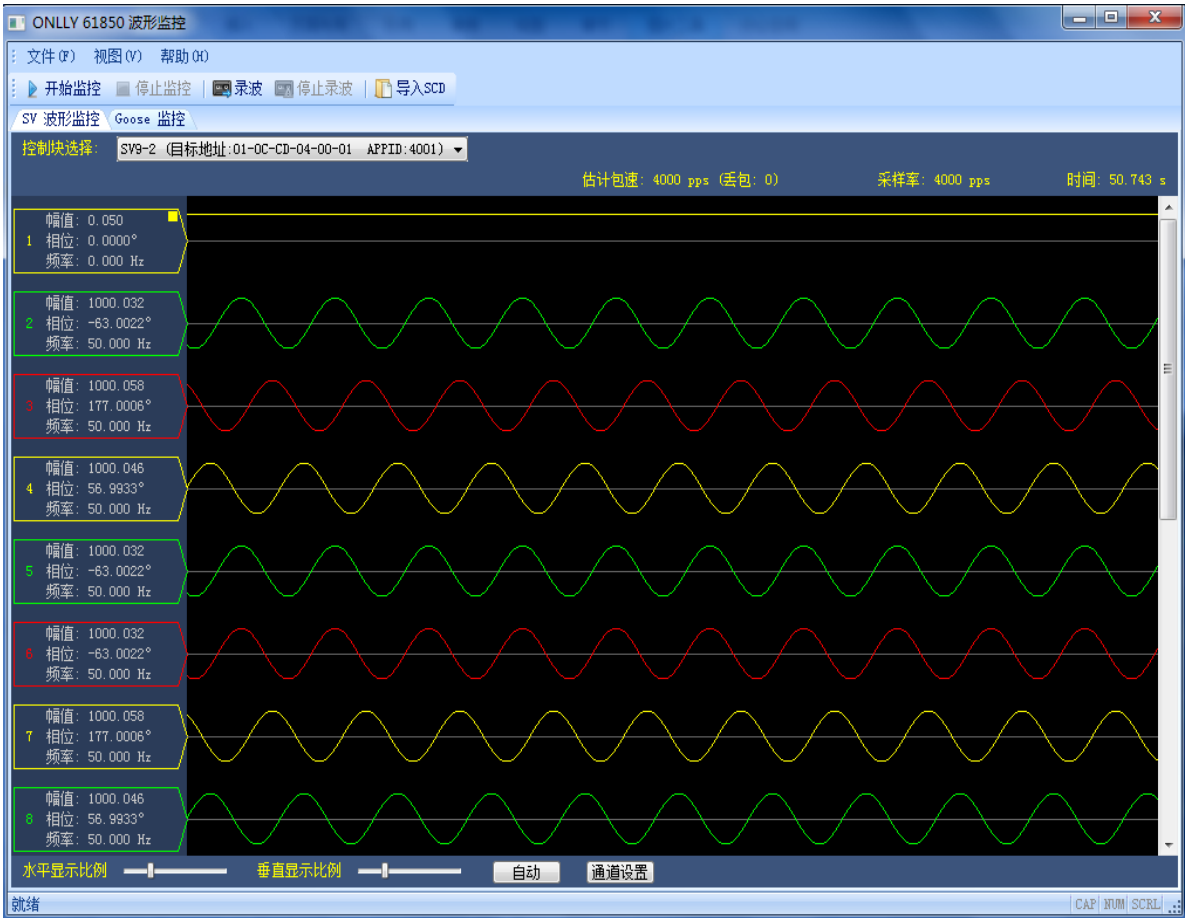
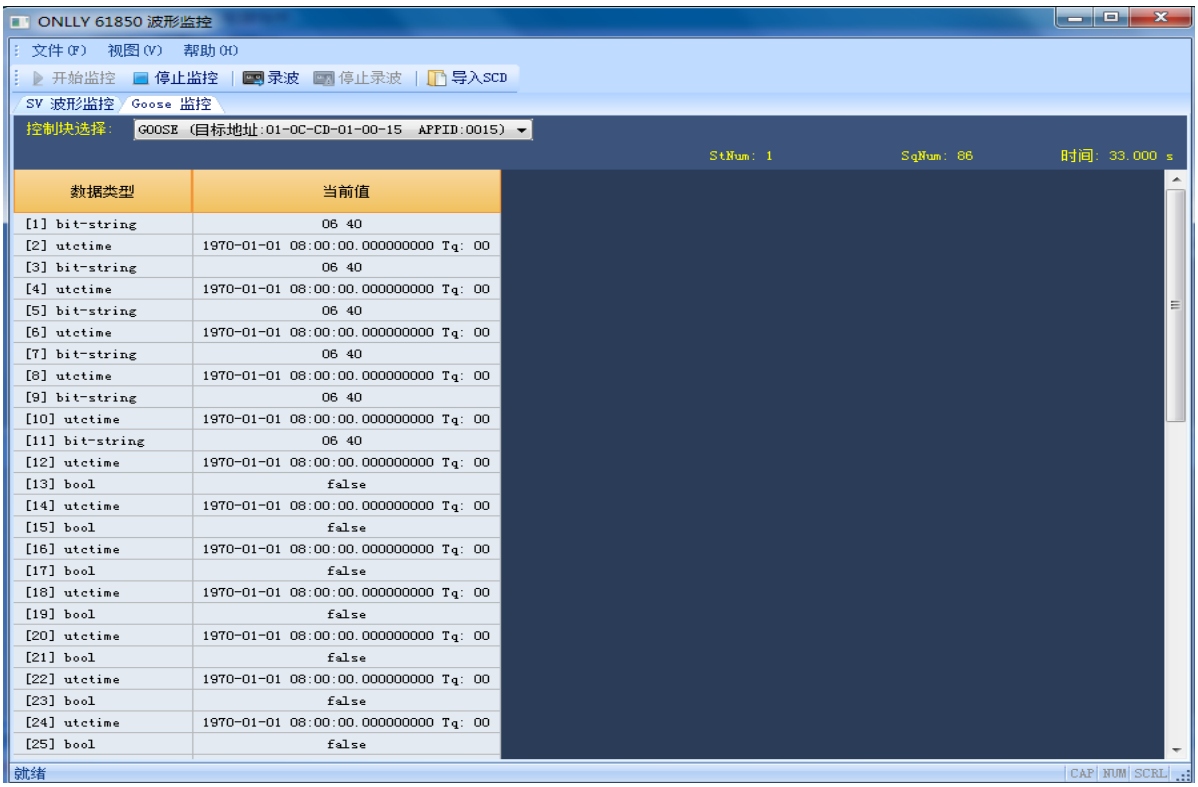

图 3-22 SV 波形监控界面
图 3-23 GOOSE 监控界面
① 点击“开始监控”，弹出如下图所示选项框，正确选择网卡，根据实际情况选取或不选“从测试仪接收报文”，点击“确定”开始监控SV/GOOSE报文；
② 当监视到有多个SV（或GOOSE）控制块时，点击“控制块选择”，选择所需的控制块进行显示(见图3-22，图3-23)；
③ 对于SV波形监控，点击“通道设置”，根据实际的采样通道顺序以及换算比例，进行相应的通道设置（包括各通道的类型、采样值换算比例以及幅值显示比例等）。